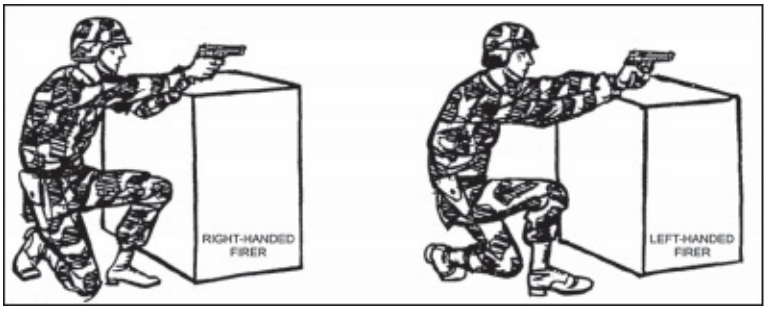

Figure 2-14. Kneeling supported.
g. **Kneeling Supported Position**. Use available cover for support–for example, use a low wall, rocks, or vehicle (Figure 2-14). Place your firing-side knee on the ground. Bend the other knee and place the foot (nonfiring side) flat on the ground, pointing toward the target. Extend arms alongside and brace them against available cover. Lock the wrist and elbow of your firing arm. Place the nonfiring hand around the fist to support the firing arm. Rest the nonfiring arm just above the elbow on the nonfiring-side knee.